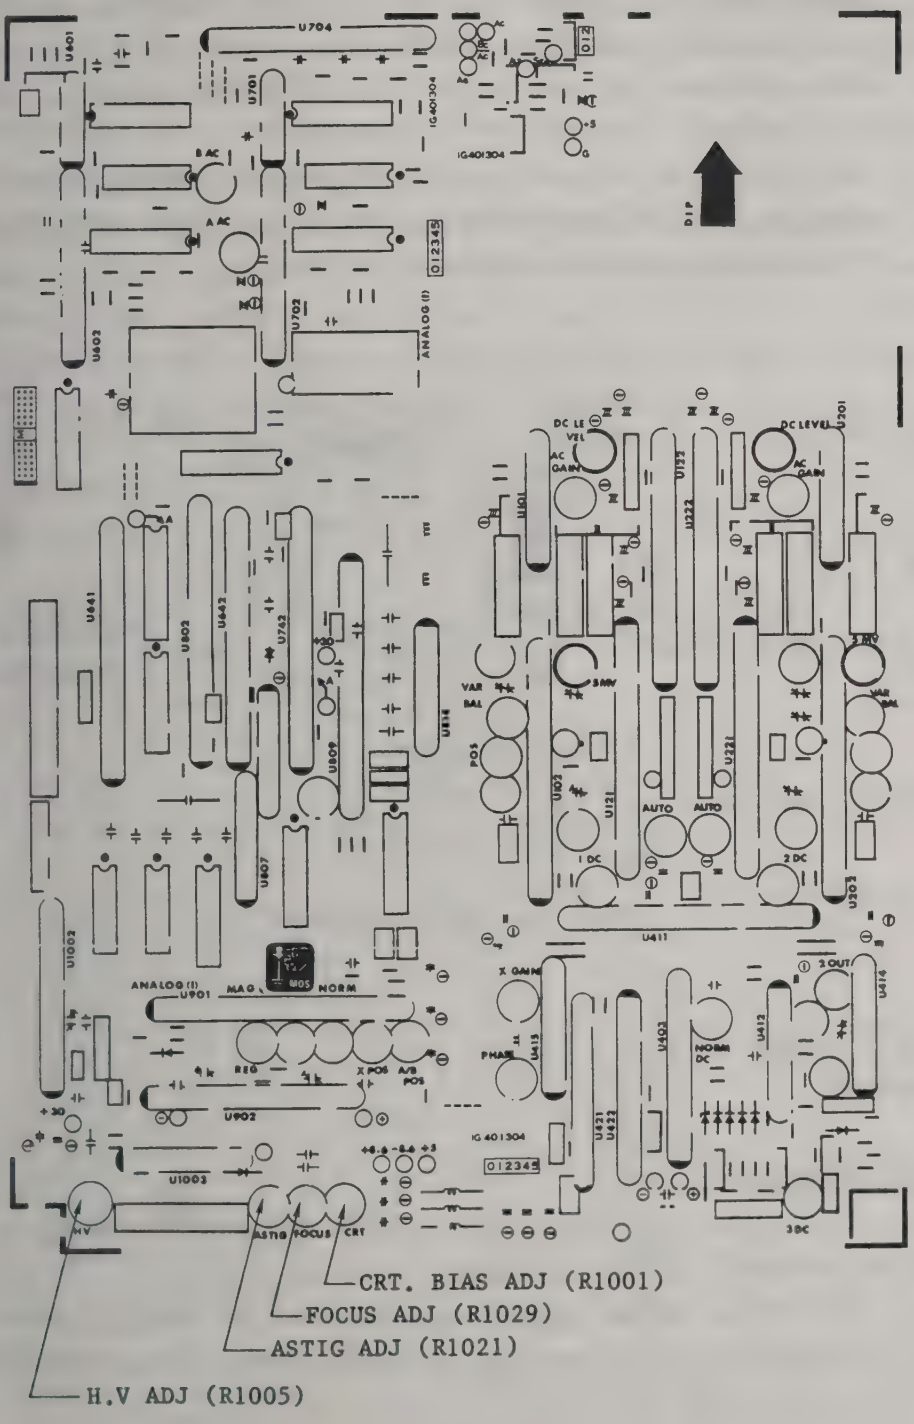

Fig. 6-3 ANALOG-1 board
6.4.4 High-voltage adjustment (See Fig. 6-3.)
6.4.5 FOCUS (See Fig. 6-3.)
6.4.6 ASTIGMATISM (See Fig. 6-3.)
6.4.7 CRT BIAS (See Fig. 6-3.)
Fig. 6-3 shows the locations of FOCUS, ASTIGMATISM and CRT BIAS adjustments.